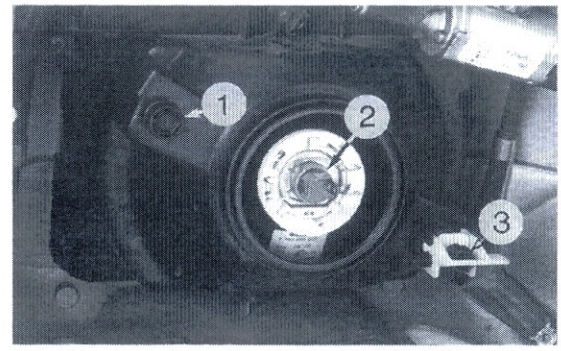

Bild 62
- Schwenkhebel der Leuchtweiten-Einstellung ③ Bild 62 nach oben schwenken und durch Drehen der Einstellschraube Höhe einstellen (Drehrichtung links: kürzer; Drehrichtung rechts: weiter).
- Seiteneinstellung des Scheinwerfers erfolgt mit Stellschraube ①.